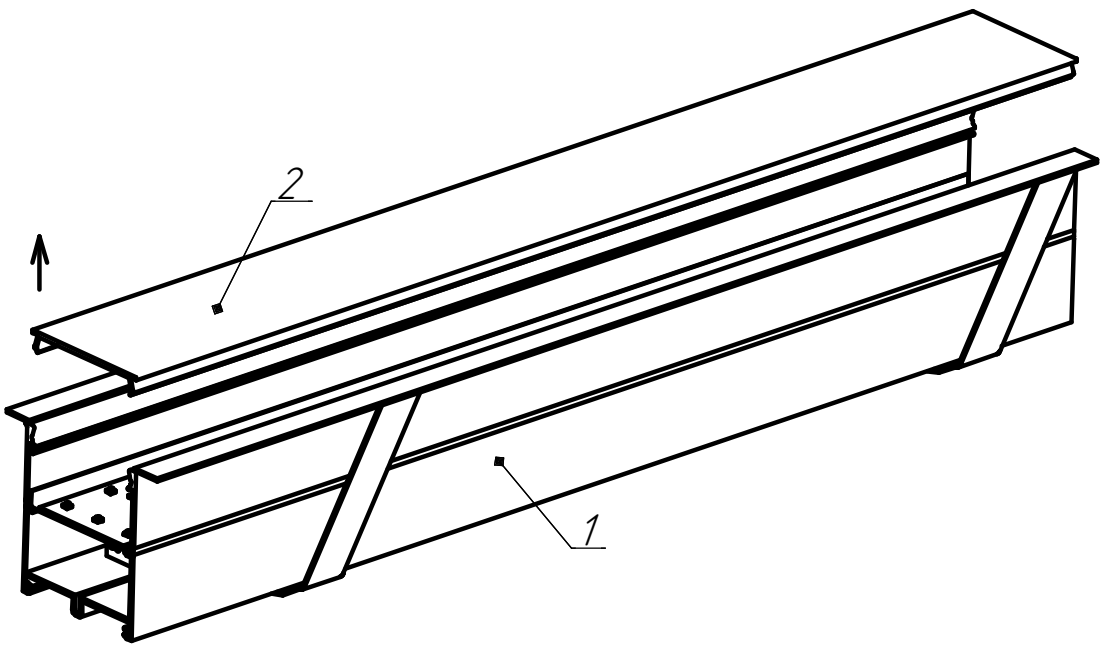
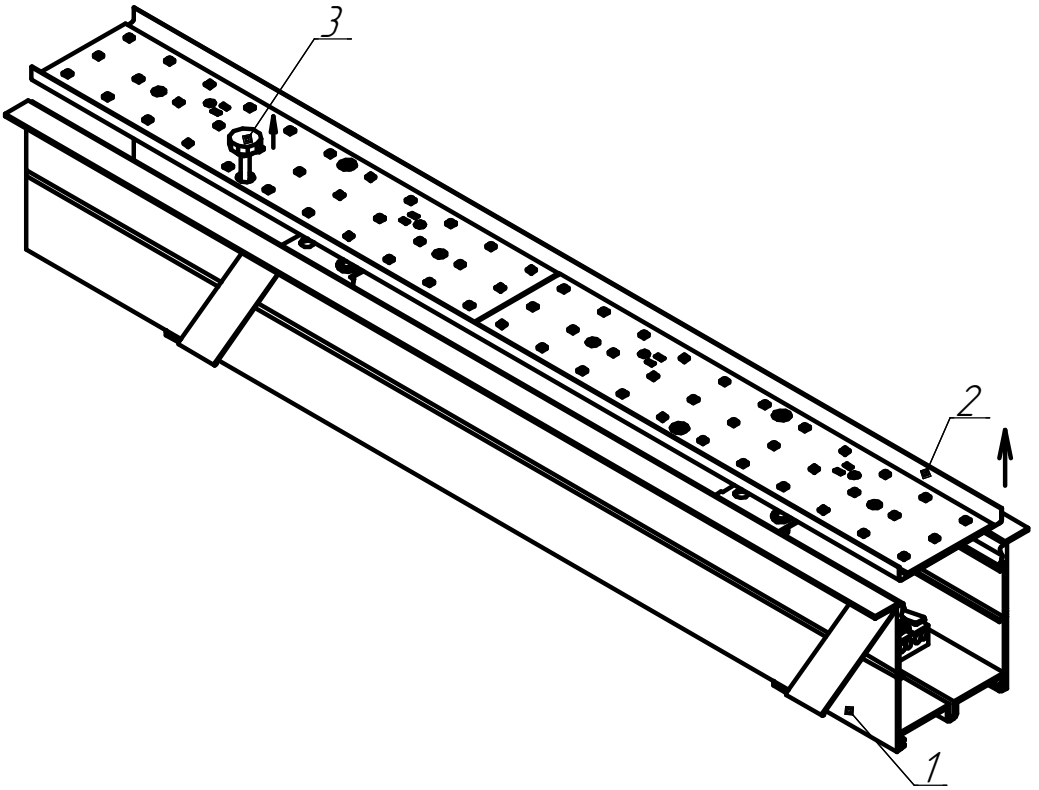

Рисунок 2 - Снятие рассеивателя со светильника ДВО02.
Рисунок 3 - Снятие панели со светильника ДВО02.
6.3.1 Снять опаловый рассеиватель (см. рисунок 2). Затем демонтировать панель со светодиодными модулями держащуюся в корпусе на магнитах, потянув за торцы панели. Когда светильник установлен в потолок, демонтировать панель со светодиодными модулями необходимо при помощи спец-винта М4 (идет в комплекте). Для этого необходимо ввернуть спец-винта М4 в панель и потянуть (см. рисунок 3).